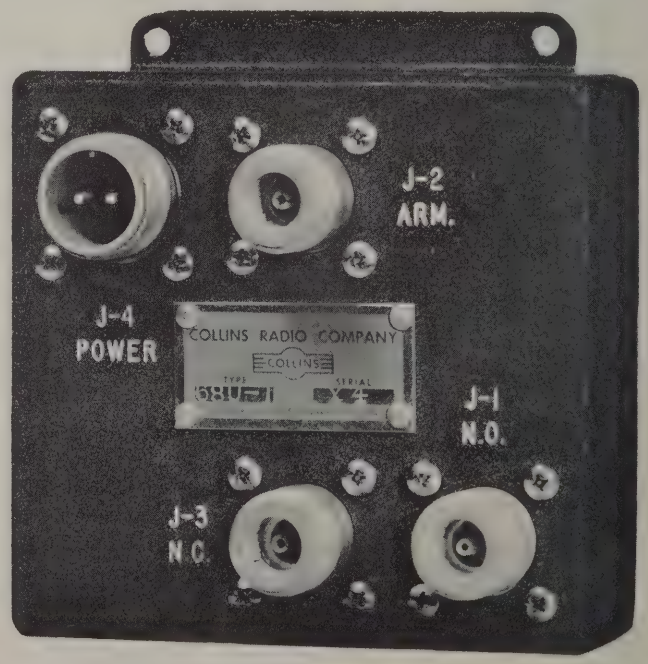

Figure 1-9. 68U-1 Coaxial Relay
1.2.8 68U-1 COAXIAL RELAY. Refer to figure 1-9. When a 51X-2 Receiver is used for both navigation and communication, it is necessary to switch the receiver between an omnirange antenna and the communication antenna. The 68U-1 relay performs this antenna switching. The relay is a self-contained unit designed for separate mounting. It is actuated by switching circuits in the 51X-2 Receiver. When the receiver is tuned to a frequency below 118.00 mc, the relay switches the receiver to the navigation antenna. For all frequencies above 118.00 mc, the receiver is connected through the 68U-1 relay and to the VHF Communications Antenna.